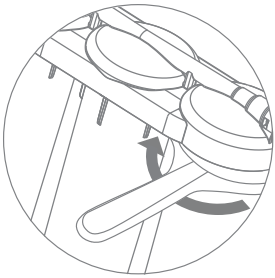
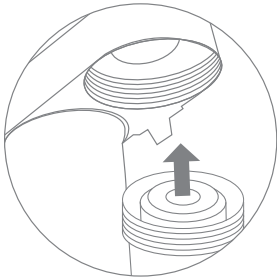
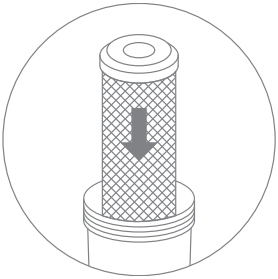
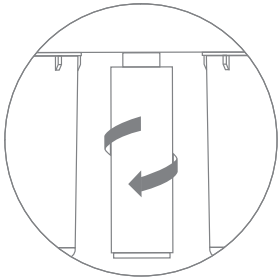

Рис. 14
Рис. 15
Рис. 16
Рис. 17
2. При помощи ключа открутите по очереди каждый корпус картриджа (рис. 14), затем поменяйте соответствующий картридж (рис. 15), (рис. 16). При замене картриджа Арагон выкрутите его из резьбовой вставки (рис. 17) (наличие вставки зависит от модификации фильтра) или свободно извлеките картридж из корпуса (рис. 15). Новый картридж закрутите в резьбовую вставку или свободно установите в корпус[1].
1. Открутите корпус с картриджем Арагон ключом, входящим в комплект поставки, и открутите картридж из резьбовой вставки (рис. 17) или свободно извлеките его из колбы (рис. 15).